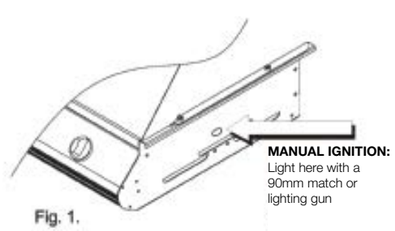

Fig. 1.
1. Light a 90mm barbecue match and hold adjacent to the lighter hole at the right end of the barbecue. (Fig.1)